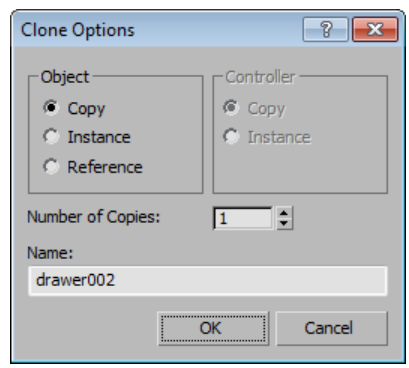

Figure 2-51 *The* ***Clone Options*** *dialog box*
1. Activate the Front viewport and make sure *drawer001* is selected. Next, move the cursor over the Y axis, press and hold the SHIFT key, and drag *drawer001* downward until the value in the **Y** spinner of the Coordinate display at the bottom of the screen becomes around **-29**. Release the left mouse button and the SHIFT key; the **Clone Options** dialog box is displayed, as shown in Figure 2-51.